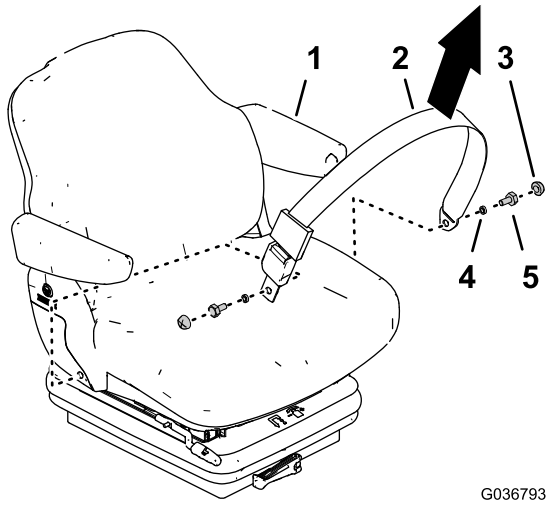

Figura 11
1. Retire do banco antigo as coberturas e os parafusos que fixam o cinto de segurança estático (Figura 11).